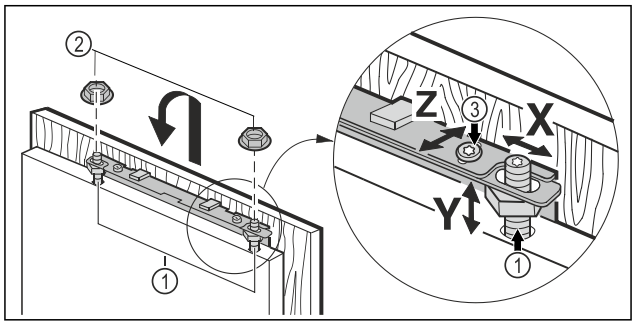

Fig. 43
▶ Möbeltür auf die Justagebolzen *Fig. 43 (1)* einhängen und Kontermuttern *Fig. 43 (2)* locker auf die Justagebolzen schrauben.
▶ Möbeltür in der Höhe **Y** und in der seitlichen Neigung ausrichten: Justagebolzen *Fig. 43 (1)* mit einen Schraubendreher einstellen.
▶ Kontermuttern *Fig. 43 (3)* anziehen.